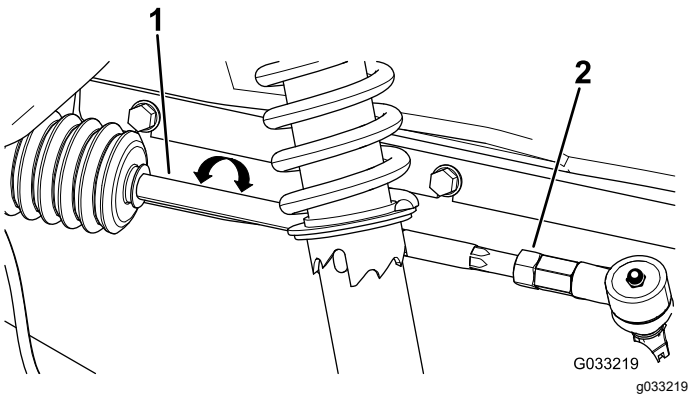

Figur 55
2. Hvis målingen ikke falder inden for 0 til 6 mm, skal kontramøtrikkerne løsnes i den ydre ende af forbindelsesstængerne (Figur 55).